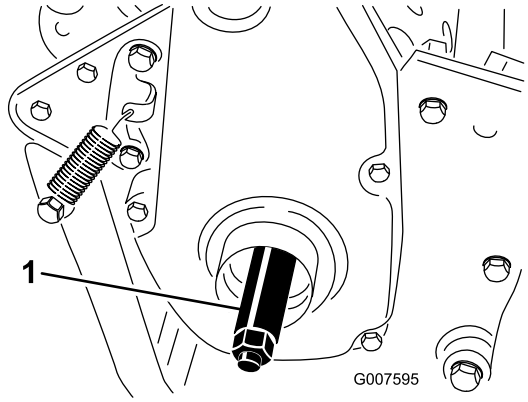

Figur 7
3. Skru den højre hjulaksel ind i drivremskiven på højre side af maskinen (Figur 7).